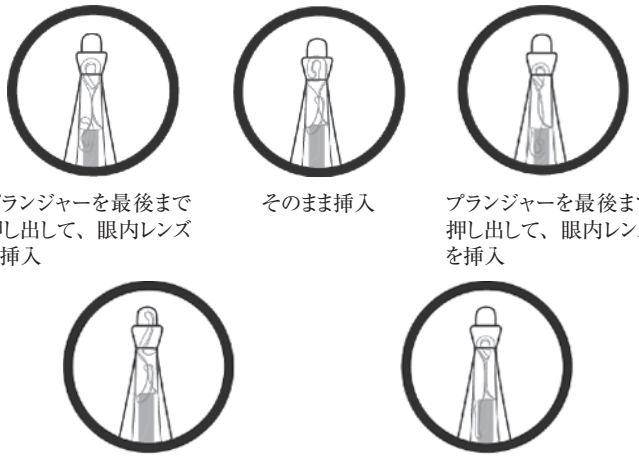

図 4
8. レンズを粘弾性物質充填ラインまで押し進めた後、支持部が適切に折り曲げられているかを目視で確認する。プランジャーは、後方の光学部エッジに接していること。創口からの挿入に先立ち、レンズのいずれの部分も、ノズルチップ先端から外に飛び出していないこと(図 4)。レンズを粘弾性物質充填ラインに移行した後は、**3分**以内に挿入する。